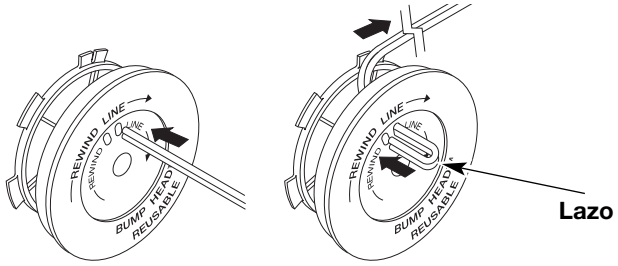

Fig. 18
8. Tome aproximadamente 10 pies (3 m) de nueva línea de corte. Inserte un extremo de la línea a través de uno de los orificios del carrete interior (Fig. 18). Pase la línea a través del carrete interior hasta que queden sólo 4 pulgadas fuera.
9. Inserte el extremo de la línea en el orificio abierto del carrete interior y tire de la línea en forma ajustada a fin de que el lazo sea lo más pequeño posible (Fig. 18).